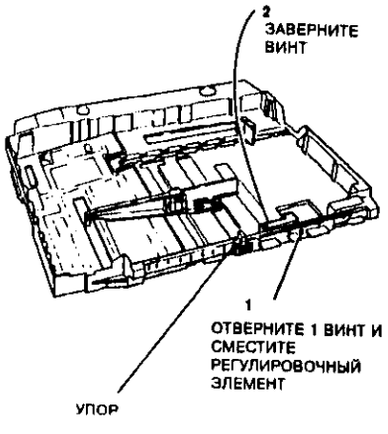

Рисунок 2. Установка регулировочного элемента направляющей
3. *(Рисунок 2)* Обратитесь к таблицам и установите регулировочный элемент направляющей в соответствии с форматом бумаги в лотке. Регулировочные элемент находится с задней стороны лотка.
ПРИМЕЧАНИЕ: (Рисунок 2) По окончании регулировки проверьте, что винт на месте.